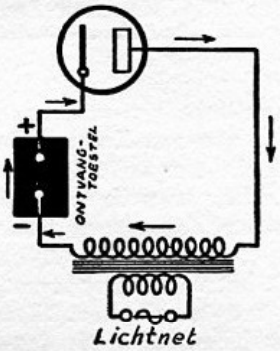
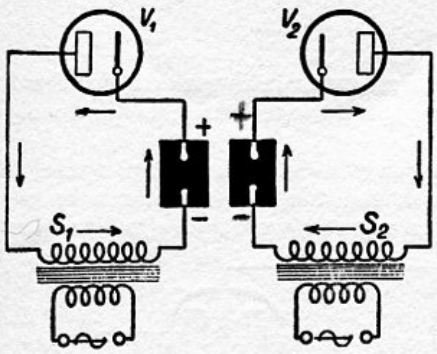
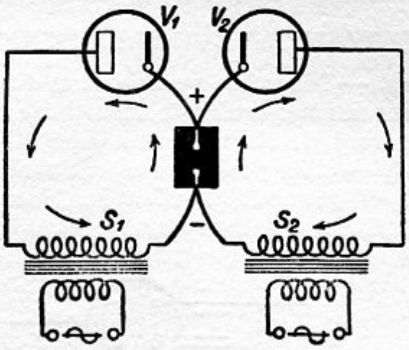
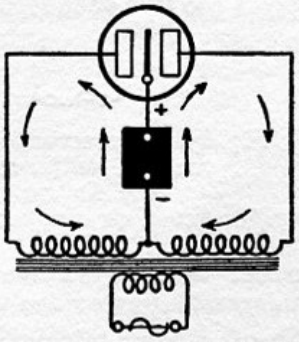

Fig. 79. Gelijkrichter met een transformator, die de spanningen opvoert.
Fig. 81. Deze twee gelijkrichters zijn gelijk aan die van fig. 79. Zij richten elk één halve periode gelijk.
Fig. 82. De twee gelijkrichters van fig. 81 voeden denzelfden ontvanger, doordat zij beide halve perioden gelijkrichten.
Fig. 83. Men kan de twee lampen van fig. 82 vervangen door één lamp met twee platen: „dubbele gelijkrichterlamp".
W. — Enorm! Vraagal! Je spreekt als een natuurkundige verhandeling en je bent je naam hoe langer hoe minder waard. (Je *weet* nu meer dan je *vraagt*.) Zoo zie je dus, dat het met een transformator erg gemakkelijk is de spanning te verhoogen vóór de gelijkrichting van den stroom (fig. 79). Wij kiezen de verhouding van het aantal windingen (of: de *transformatie-verhouding*) in overeenstemming met de spanningsverhooging, die wij willen verkrijgen.
gelijk aan die van fig. 79. Door ze naast elkaar te plaatsen zien wij, dat in alle twee de stroom den ontvanger in dezelfde richting doorloopt (fig. 81). Zoo kunnen wij dus één enkelen ontvanger voeden (fig. 82). Elk der lampen zal één der twee stroomhelften doorlaten. Je kunt de stroombaan van elke halve periode natuurlijk gemakkelijk volgen.
worden de kathoden der beide lampen gecombineerd. Laten we verder de twee lampen in een gemeenschappelijken glazen ballon plaatsen en de twee kathoden door één gemeenschappelijke vervangen. Zoo krijgen we dan een lamp met twee anoden of een „dubbele plaatstroomlamp", waarvan de schakeling in fig. 83 is voorgesteld.
W. — Natuurlijk. Zoo zien dan onze gelijkrichtingstoestellen (zg. *plaatstroomapparaten*) voor één (fig. 79) of voor twee (fig. 83) halve perioden er in de praktijk uit, zooals de figuren 85 en 86 aangeven.